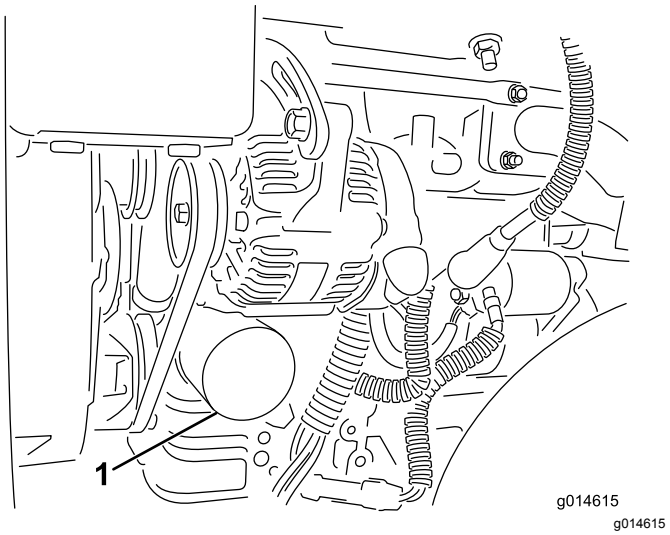

Figur 27
2. Ta av oljefilteret (Figur 27). Stryk et tynt lag med ren olje på den nye filterpakningen.